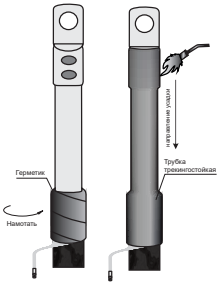

Рисунок 8
4.14 Произвести герметизацию экрана на оболочке кабеля, выполнив намотку из 2–3 витков ленты герметика (рисунок 8а).
4.15 Надвинуть трекингостойкую трубку таким образом, чтобы её конец совпадал с краем цилиндрической части наконечника, и произвести усадку с помощью горелки, начиная от наконечника (рисунок 8б).